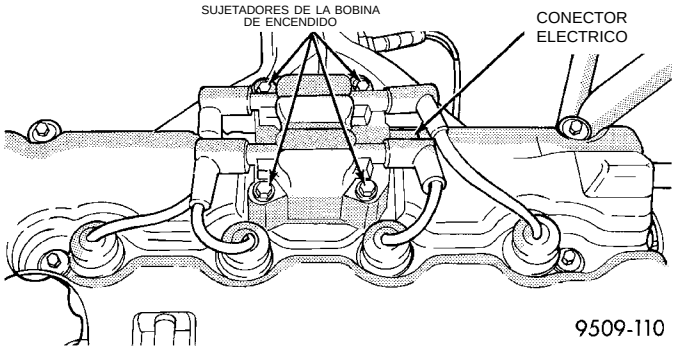

Fig. 61 Bobina de encendido y bujías
(9) Inspeccione el conector eléctrico de la bobina de encendido. Asegúrese de que los aisladores de bujía estén firmemente asentados sobre las bujías (Fig. 61).